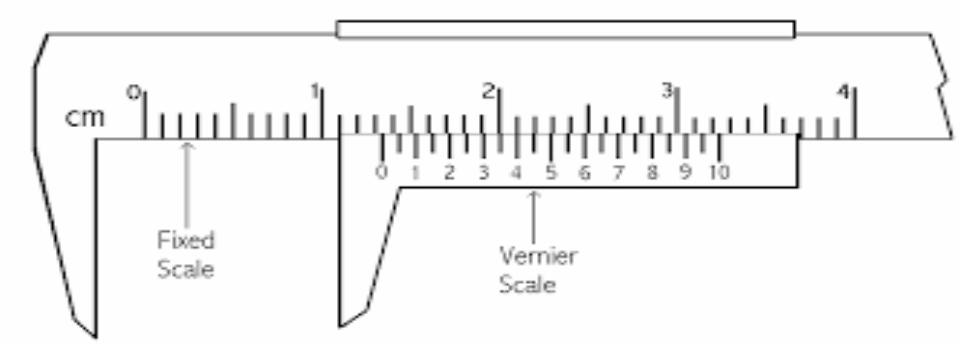
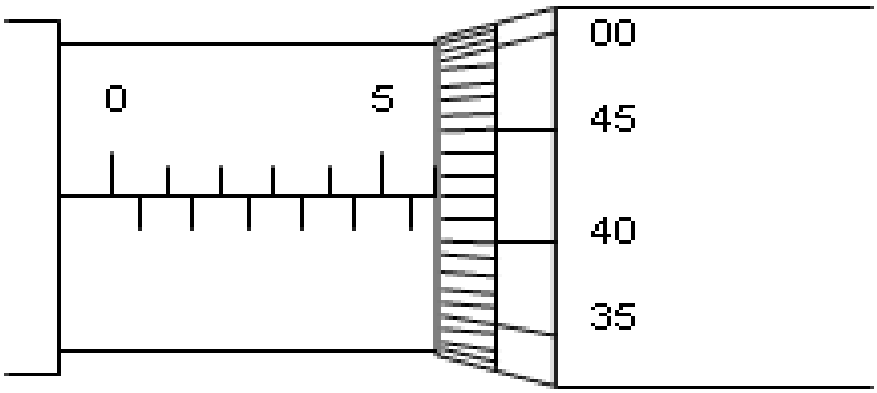

FIGURE 1
FIGURE 2
3.2 What are the readings shown in FIGURE 1 on the vernier scale and in FIGURE 2 on the micrometer?